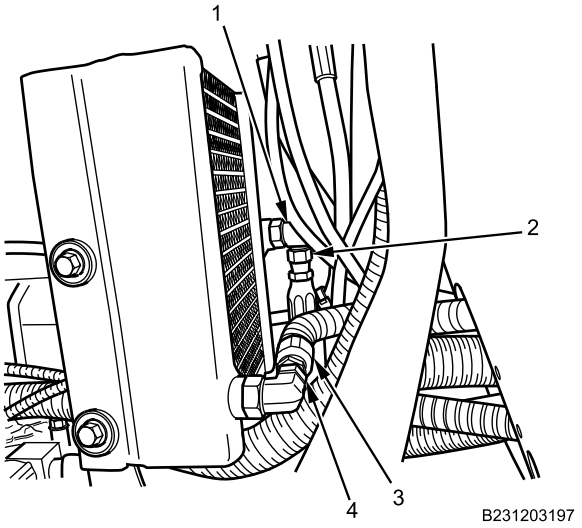

Figure 16. Transfer Case Oil Cooler Lines.
19. Connect cooler line (Figure 16, Item 2) on transfer case oil cooler fitting (Figure 16, Item 1).
20. Connect cooler line (Figure 16, Item 3) on transfer case oil cooler fitting (Figure 16, Item 4).